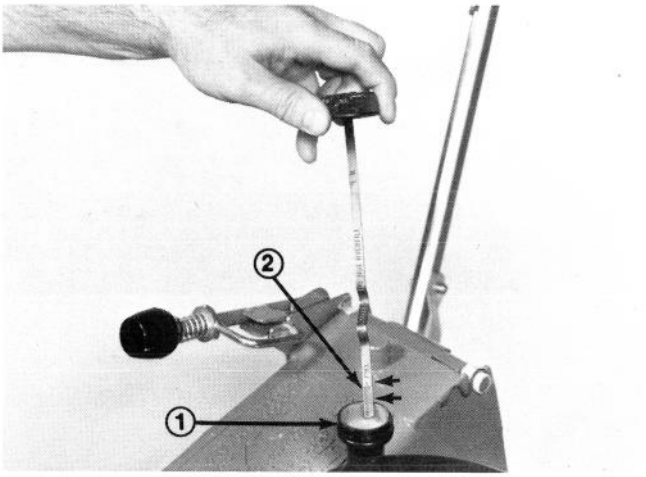

Figure 9
3. Remove dipstick by rotating cap counterclockwise (Fig. 9).
5. Wipe end of dipstick and insert it into filler neck. Rotate cap fully clockwise to lock. Then remove the dipstick and check level of oil by reading the dipstick (Fig. 9). If level of oil is low, add only enough oil to raise level to FULL mark on dipstick. DO NOT ADD OIL SO LEVEL RISES ABOVE FULL MARK BECAUSE ENGINE COULD BE DAMAGED WHEN IT IS STARTED.